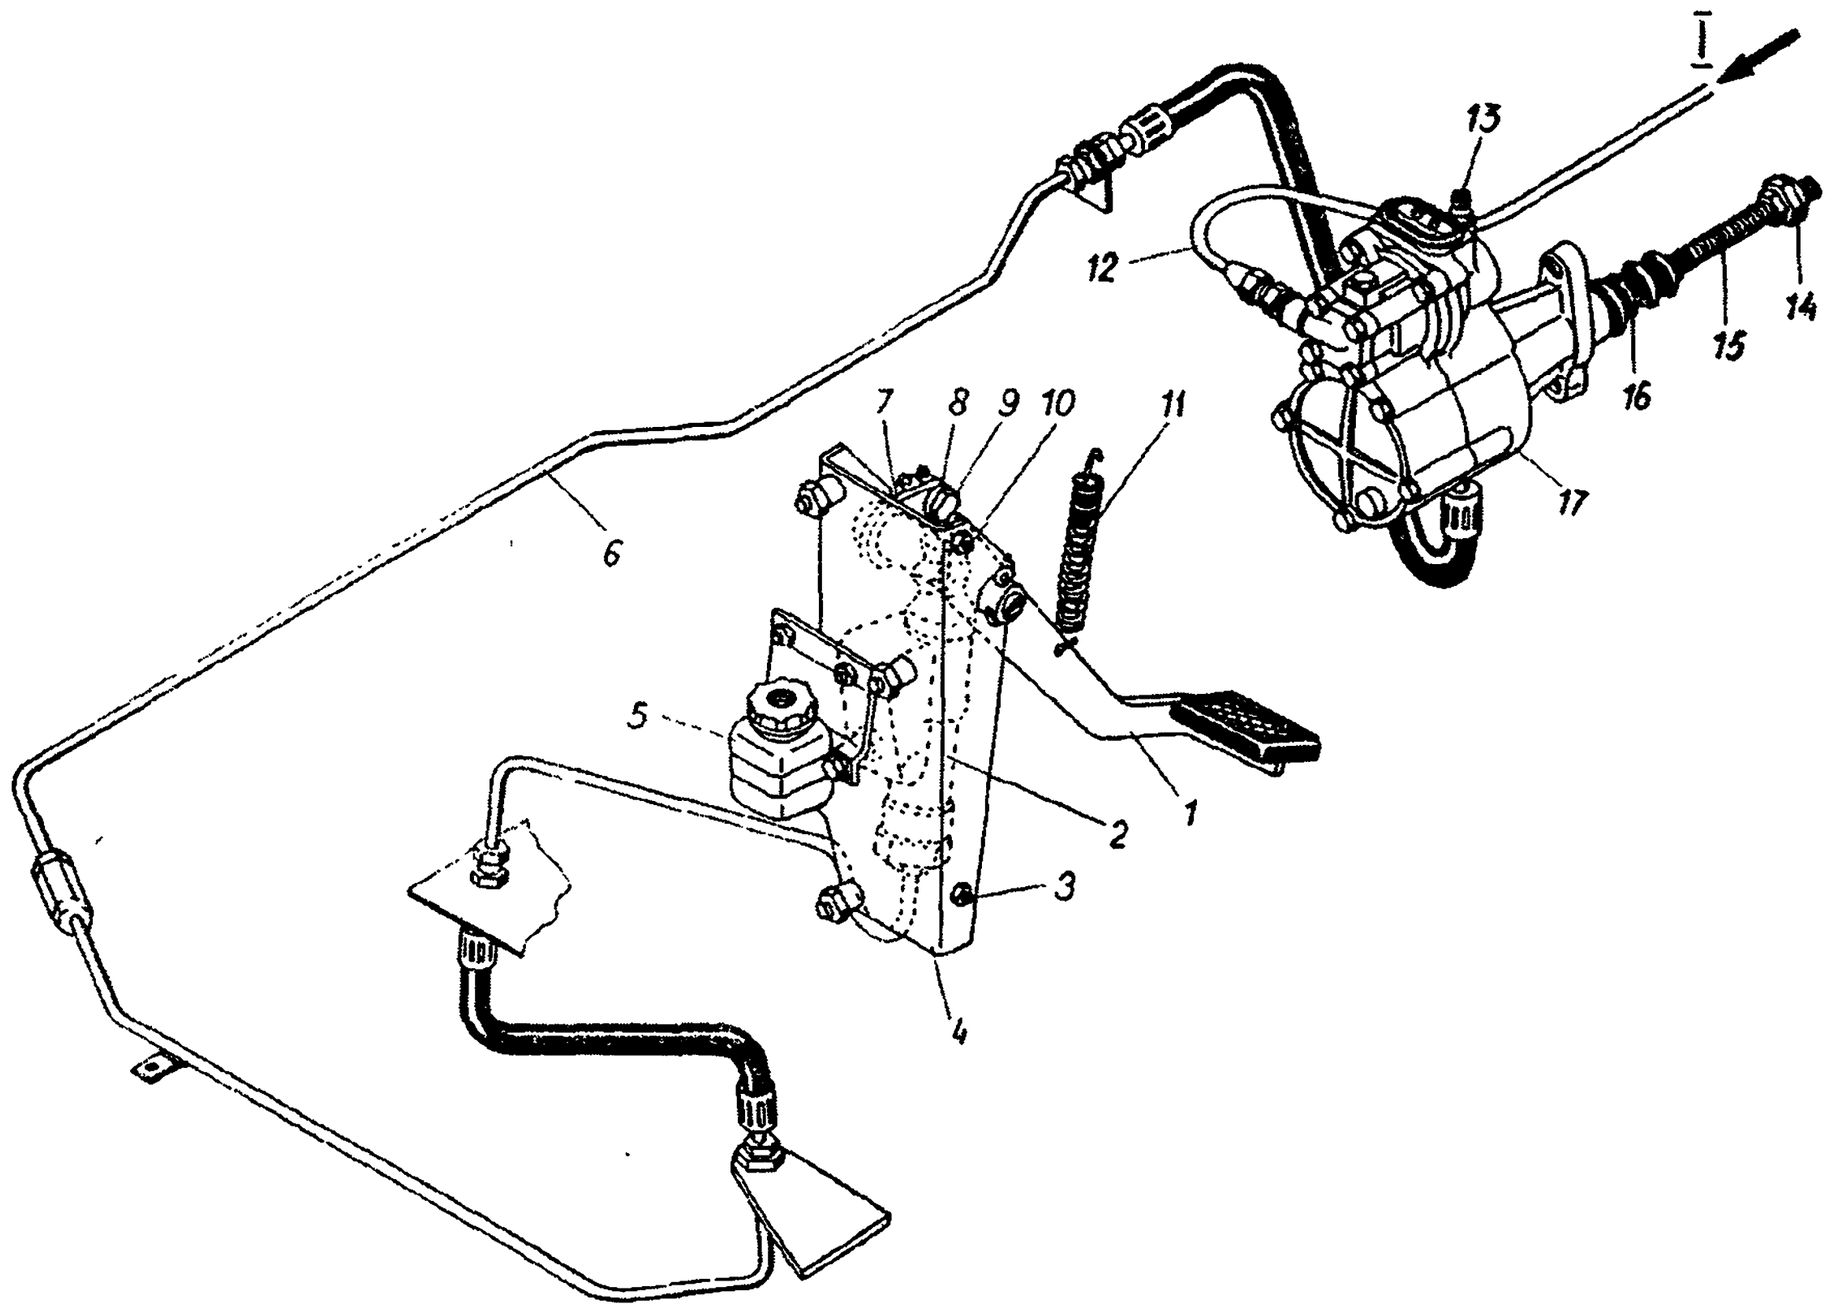

Рис. 43. Привод механизма сцепления:
2. Снимите отжимную пружину *11* (рис. 43) рычага вала вилки выключения сцепления	Плоскогубцы, отвертка